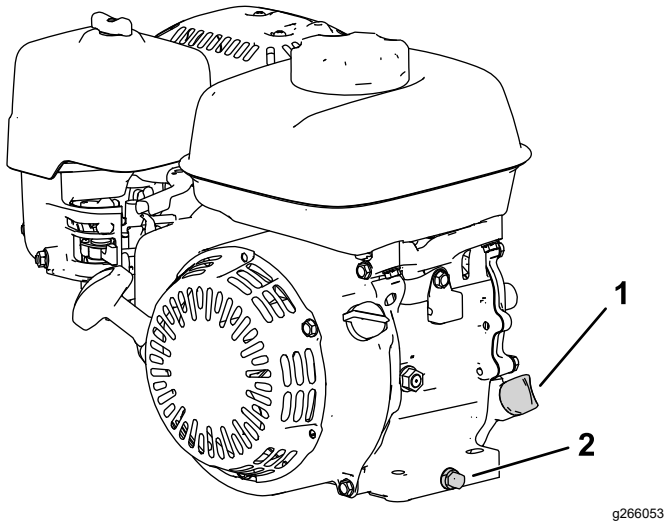

Figur 29
2. Plasser maskinen slik at motoren står jevnt, og rengjør området rundt oljepåfyllingsrøret (Figur 29).
3. Fjern tappepluggen, skiven og peilestaven (Figur 29).